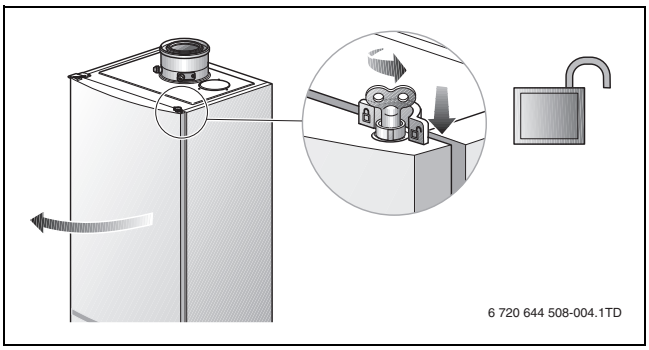
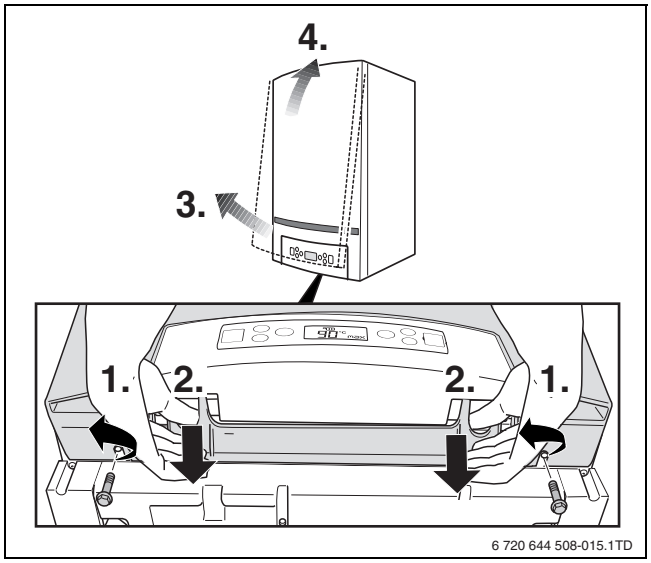

Fig. 3
Fig. 4
- ▶ 打开炉门 （→ 图 3，第 43 页）或取下外壳 （→ 图 4，第 43 页）。
- 关闭炉门（→ 图 3，第 43 页）**或**装上外壳（→ 图 4，第 43 页）。